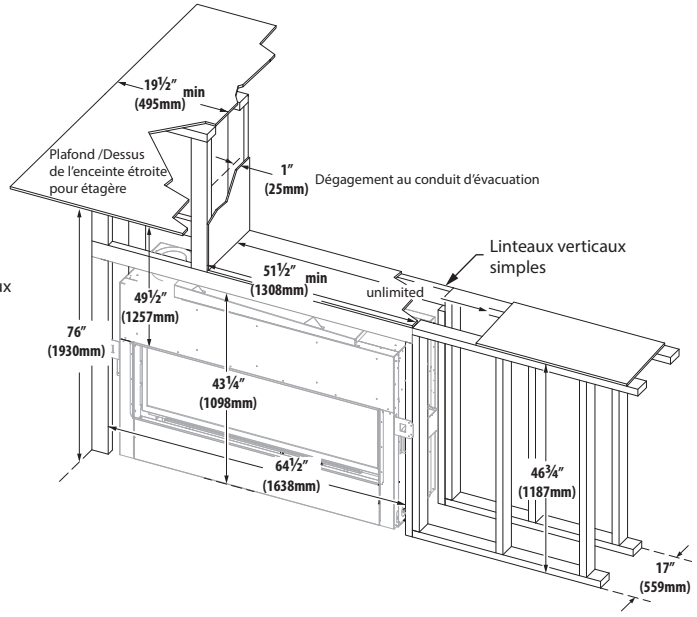

Figure 3.8, Dimensions d'ouverture brute (installation standard) pour encadrement d'enceinte pleine largeur et encadrement d'enceinte étroite (pour étagères)
- Un dégagement minimum de 1 po (25 mm) est exigé entre toute partie du conduit d'évacuation et le dessus (ou plafond) de l'enceinte, pour les terminaisons d'évacuation horizontales avec un encadrement d'enceinte pleine largeur. Voir Figure 3.8.